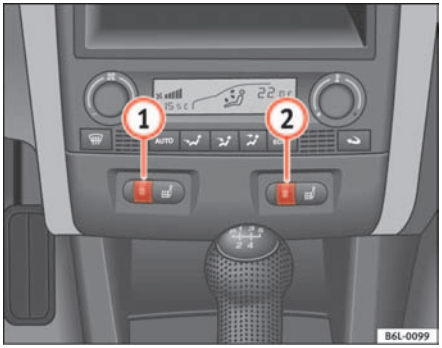

Fig. 72 Thumb wheel for the front seat heating
– Turn the appropriate thumb wheel ⇒ fig. 72 to switch on the seat heating. The seat heating is switched off in the **0** position.